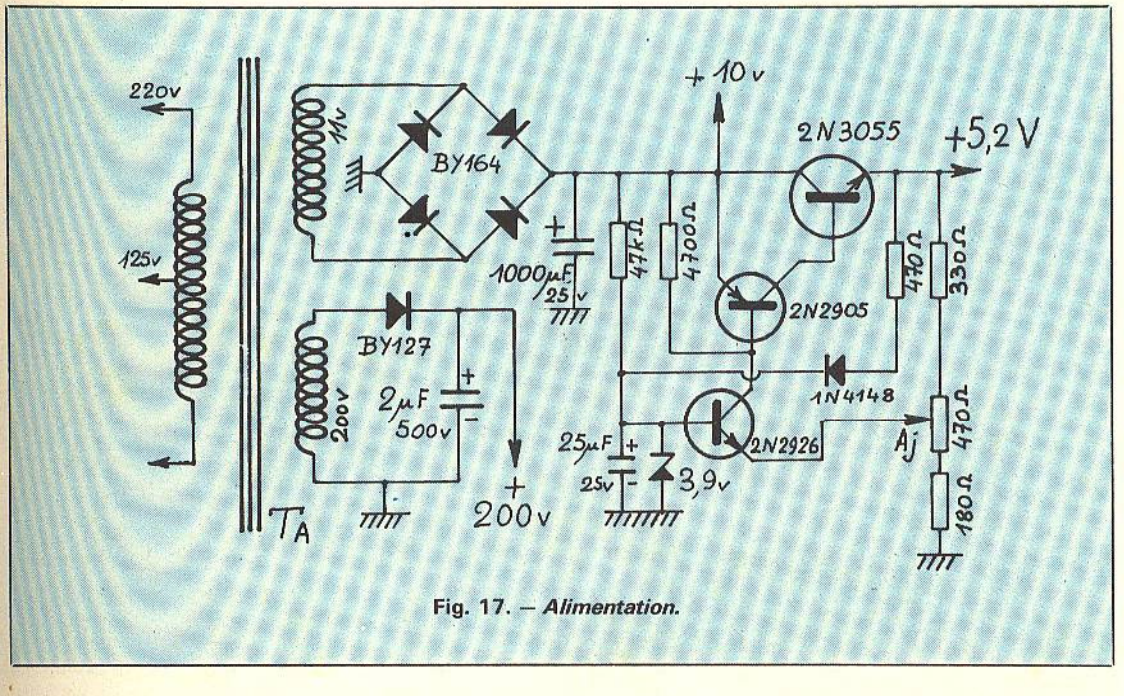

Fig. 17. – *Alimentation.*
– **L'alimentation** (Fig. 17) :